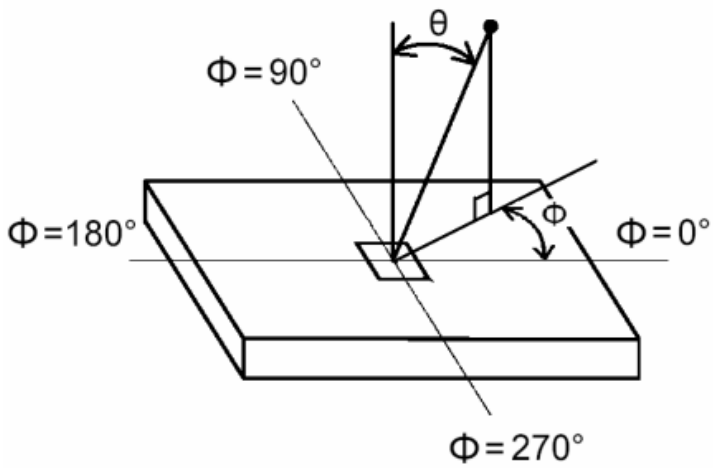

**Fig.4-3 Viewing Angle Definition**
5. Viewing angle is the angle at which the contrast ratio is greater than 10. The angles are determined for the horizontal or x axis and the vertical or y axis with respect to the z axis which is normal to the LCD surface. For more information see Fig. 4-3. (Optical measurement by SR3)